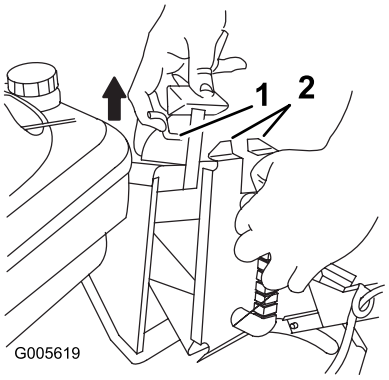

Figuur 23
3. Til de vergrendeling van de deurhandgreep op en druk de bovenkant van de afsluiter er helemaal in terwijl u de deurhandgreep naar achteren beweegt (Figuur 23).
4. Laat de deurvergrendeling los, zodat die over de lippen aan de afsluiter haakt (Figuur 23).